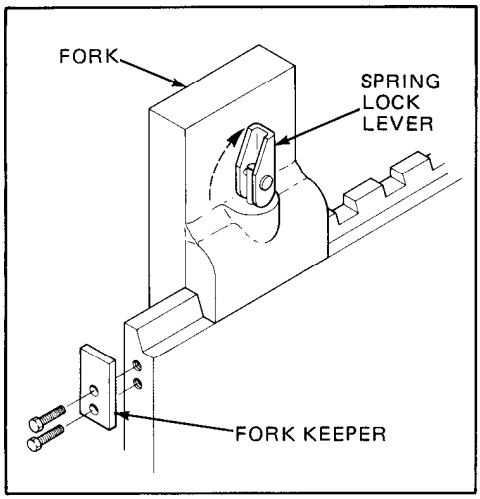

Figure 2 - Release the Spring Lock.
1. Remove the fork keeper at one end of the carriage. See Figure 2.
2. Release the spring lock on the top of each fork as shown in Figure 2.
1. Release the spring lock on the top of the fork by lifting the lever. See Figure 2.